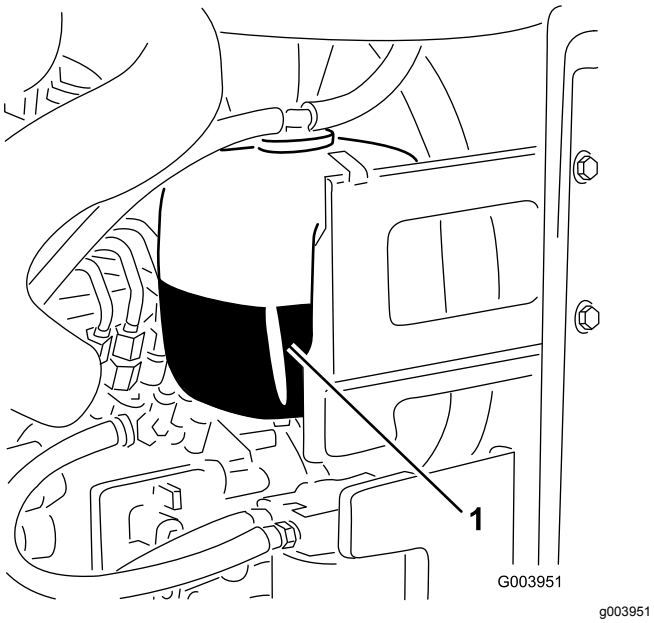

Figuur 58
1. Controleer het koelvloeistofpeil in de expansietank (Figuur 58).